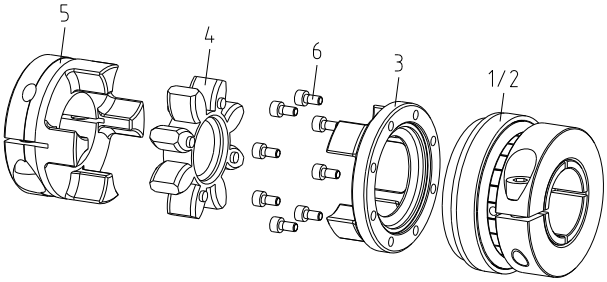

Bild 12: SYNTEX®-NC mit ROTEX® GS
- Ziehen Sie die Zylinderschrauben (Bauteil 6, siehe Bild 12) über Kreuz auf die in Tabelle 6 angegebenen Anziehdrehmomente $T_A$ an.